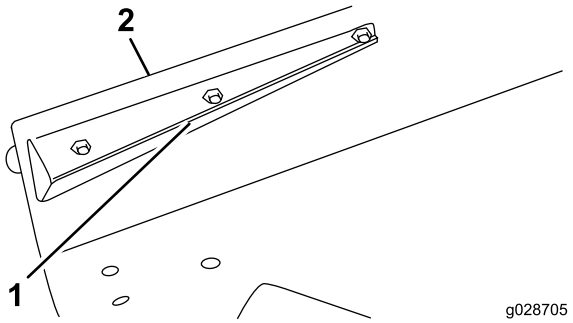

Figuur 8
2. Monteer het uiteinde van de voorste grasgeleider aan het maaidek met een tapbout (5/16–18 x 7/8 inch) en borgmoer (Figuur 8)
3. Lijn het schot uit met de maaidekrand en gebruik het schot als sjabloon om de 2 overige gaten met een diameter van 3/8 inch te markeren en te boren in het maaidek (Figuur 8).
4. Bevestig het schot aan het maaidek met 2 tapbouten (5/16–18 x 5/8 inch) en 2 borgmoeren (Figuur 8).